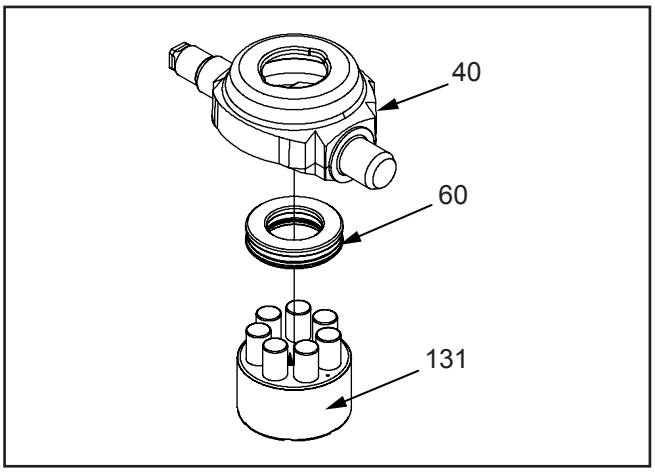

Figure 11.
8. **(See Figure 11)** Disassemble the pump cylinder block (131) from the swashplate (40).
11. **(See Figure 11)** Install the pump thrust bearing (60) in the trunnion machined swashplate (40). NOTE: Place the thin race of the bearing towards the swashplate. The thick race must face the pistons.